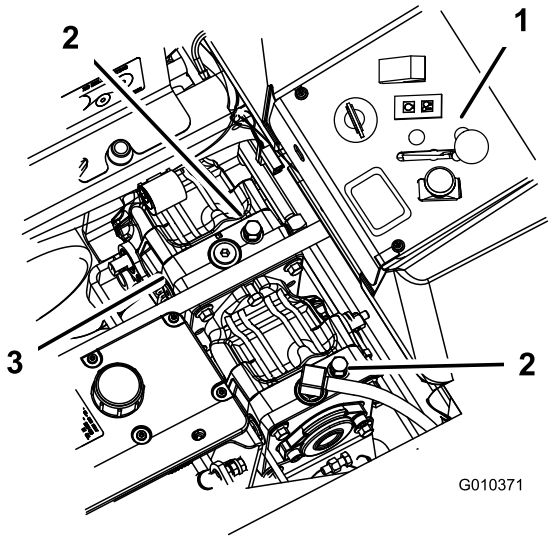

Figuur 31
2. Draai de omloopkleppen één slag naar links. Hierdoor kan de hydraulische vloeistof rond de pomp worden geleid zodat de wielen kunnen draaien (Figuur 31.
Draai de omloopkleppen een slag naar rechts om de machine in bedrijf te stellen (Figuur 31).